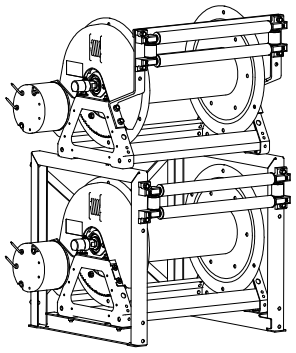

FIGURE 2: Stacked reels shown with optional rollers
- Rollers can be added directly to the stacking frames for the bottom reel (see **FIGURE 2**). If rollers are desired for the top reel, the roller brackets to be mounted on the reel must be ordered with the rollers. Alternatively, the rollers could be specified to be installed with the top reel from the factory when ordering.